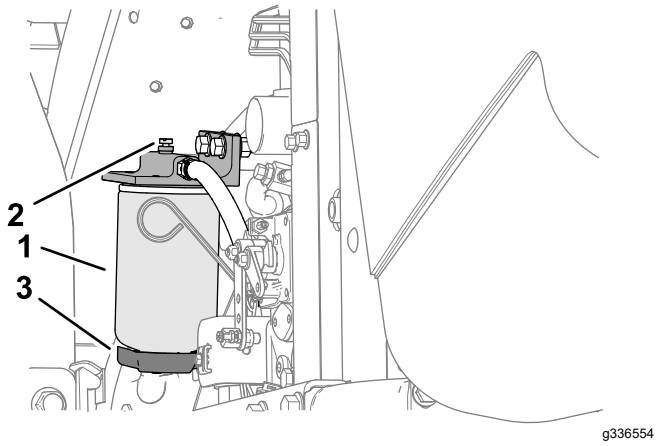

Figur 68
4. Lossa avtappningsventilen i botten på filterskålen (Figur 68).
3. Rengör området där filterskålen ska monteras (Figur 68).